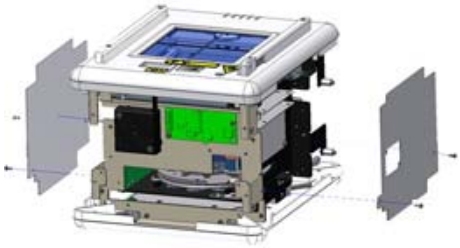

Fig. 2
- Remove the lateral partitions, see ***Fig. 2***